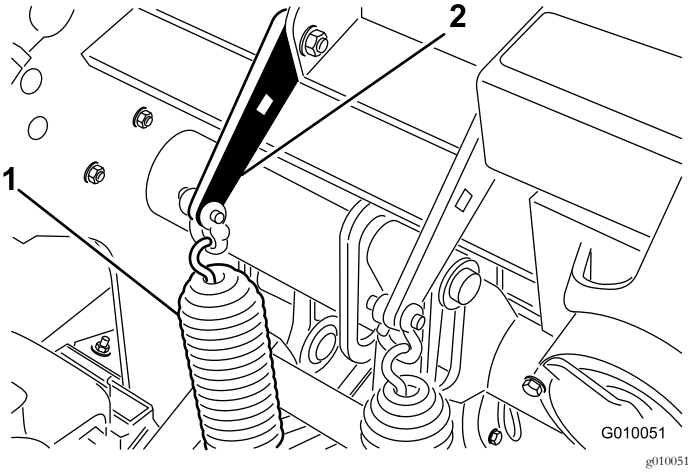

Figur 36
2. Lossa på vagnsbultmuttrarna som fäster fjäderfästena vid luftarhuvudet (Figur 36). Ta inte bort dem.